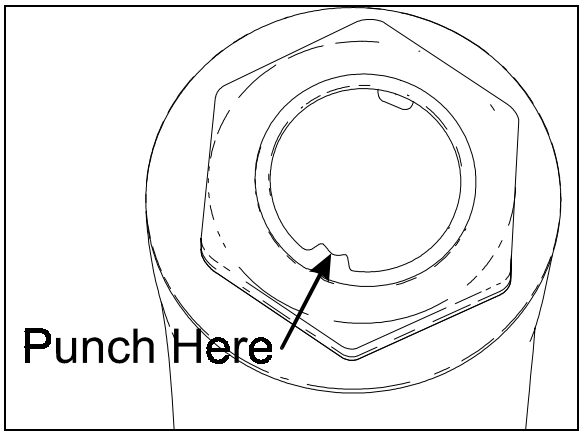

FIGURE 8: FIXING NUT PUNCH MARK 16098
3. Lock nut with sector shaft using a punch mark into the groove (refer to figure 8).
Note : *Install grease seal according to figure 8. Grease must be able to exit the bell crank or idler arm mechanism. For grease seal installation use tool Prévost # 110683.*